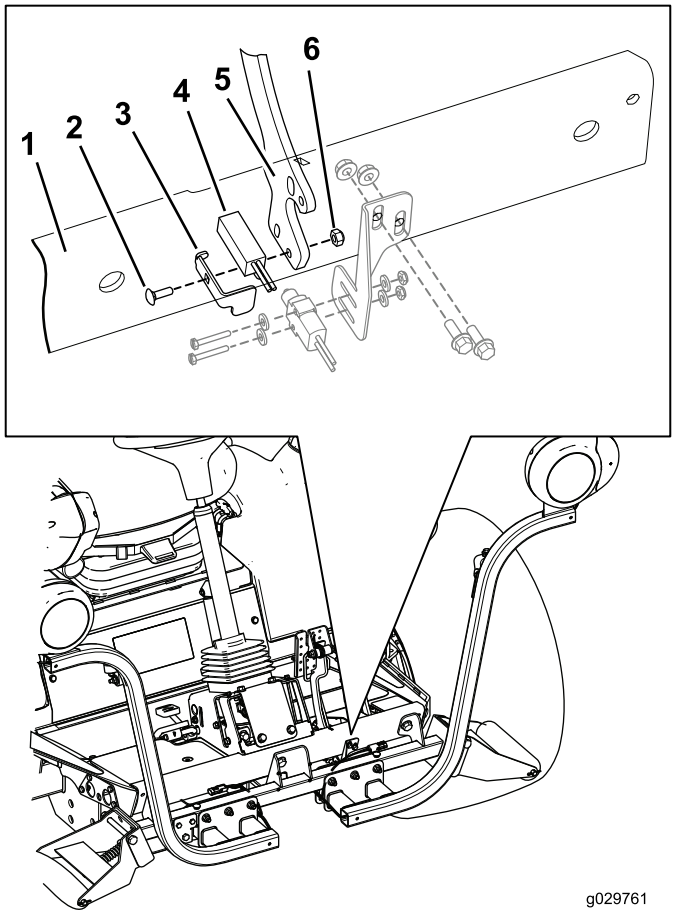

Figur 20
1. Adskil nærhedssensoren på bremsepedalhåndtaget (Figur 20), og læg alle dele til side, undtagen nærhedssensoren.
2. Monter nærhedssensoren på bremsehåndtaget vha. bræddebolten (nr. 10 x 5/8 tomme), bremsesensorpladen, nærhedssensoren og låsemøtrikken (nr. 10) som vist i Figur 20.